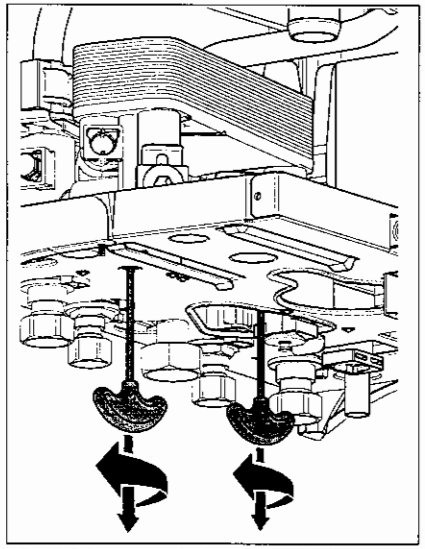

afb. 44 Schroeven van de platen warmtewisselaar verwijderen
- Verwijder beide schroeven van de platen warmtewisselaar (afb. 44).